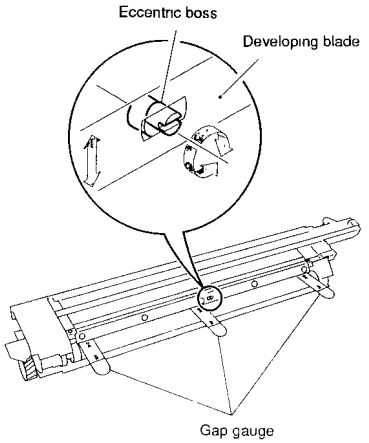

Figure 2-30d
4) Turn the eccentric boss shown in Figure 2-30d until the developing blade slightly touches the gap gauge, and secure it with the center screw.